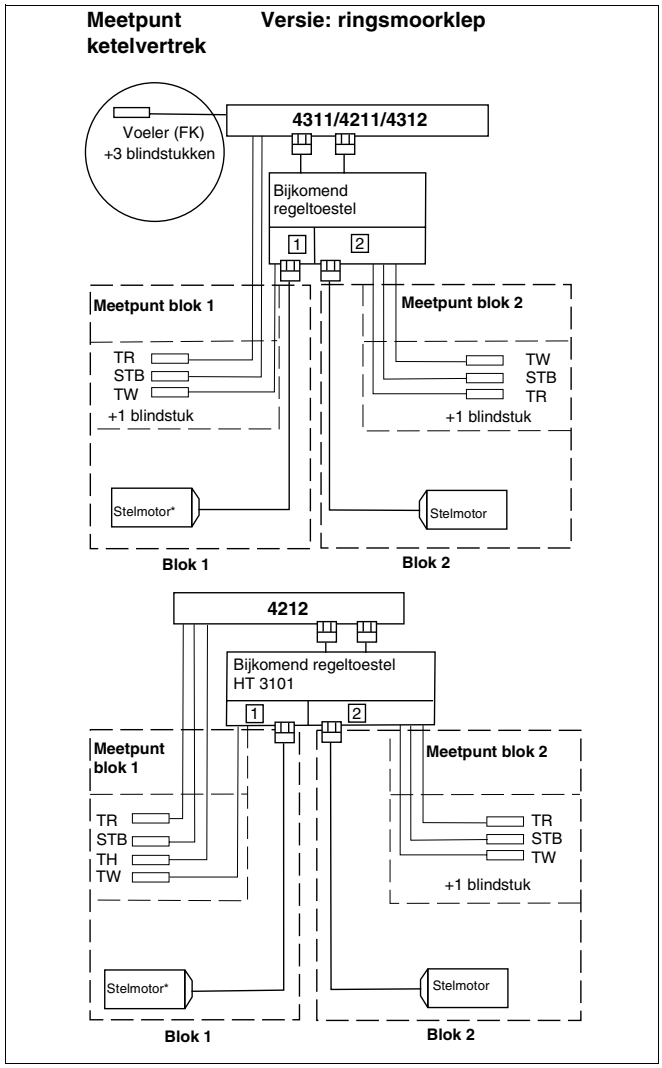

Afb. 64 Aansluitschema bijkomend regeltoestel; versie ringsmoorklep
- Maak de verbindingen tussen het bijkomende regeltoestel en de ringsmoorklep met de stelmotor (rechter ketelblok, 2e trap) zoals aangegeven op het schakelschema (afb. 64).
De afzonderlijke voelers van het HT 3101 komen volgens het schema (afb. 64) samen met de voelers van het regeltoestel in het meetpunt blok 1 (dompelhuls). De voelerbundel (3 voelers en een blindstuk) komt volgens het schema (afb. 64) in het meetpunt blok 2 (dompelhuls).